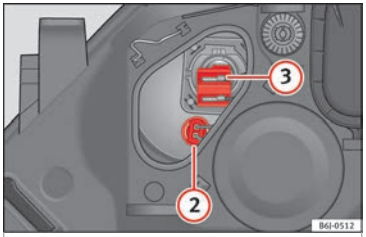

Fig. 95 Side light and main beam headlights.
– Remove connector ››› Fig. 95 ② by pulling outward.
– Remove connector ››› Fig. 95 ③ by pulling outward.